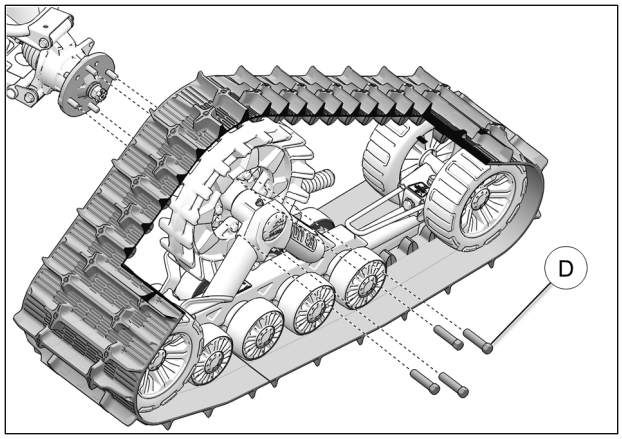

Fig. 10
10. Secure undercarriage to rear hub using the provided M12 lug nuts (**D**). See Fig. 10